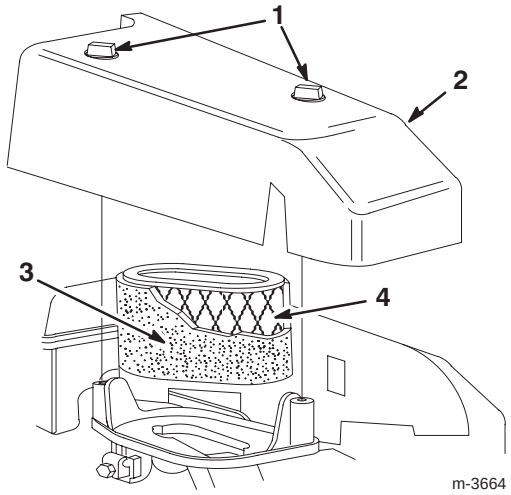

Abbildung 24
3. Die zwei Knöpfe entfernen, mit denen die Luftfilterabdeckung am Motor befestigt ist (Abb. 24).